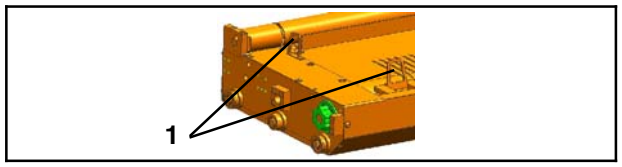

Fig. 41 Cassette avec éclisses sorties
17. Rabattre les éclisses (Fig. 41/1) vers l'intérieur des deux côtés